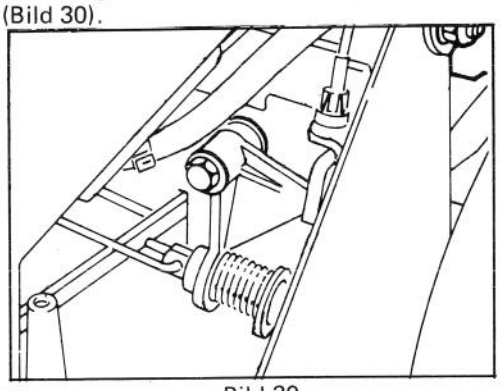

Bild 30
4. Etwaigen Schmutz hinter der Platte entfernen (Bild 30).